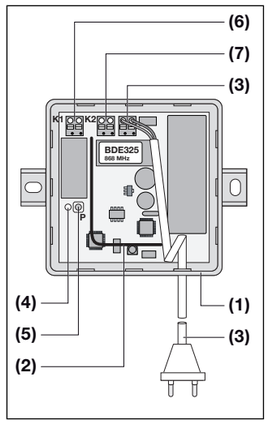

Fig. 2
2.2 Empfänger BDE325 (Fig. 2)
2.2 Récepteur BDE325 (fig. 2)